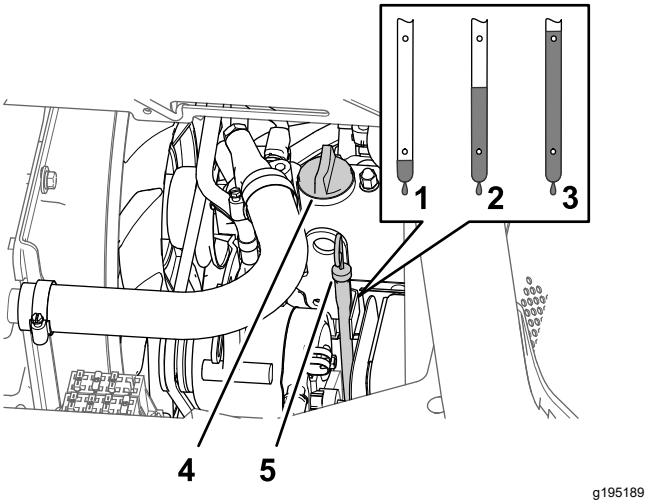

**Figur 75**
5. Ta bort oljepåfyllningslocket från ventilkåpans påfyllningsrör i motorn (Figur 75) och häll sakta i cirka 80 % av den angivna oljevolymen i motorn via oljepåfyllningsröret.
6. Ta ut oljestickan och kontrollera oljenivån i motorn (Figur 75).
7. Tillsätt långsamt ytterligare angiven olja så att nivån når upp till markeringen full på oljestickan (Figur 75).
8. Sätt tillbaka oljepåfyllningslocket på påfyllningsröret och oljestickan i sitt rör (Figur 75).